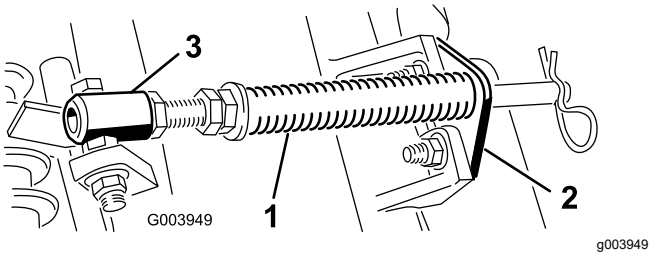

Figur 4
A. Fjern de to bræddebolte og møtrikker, der fastholder stangbeslaget på klippeenhedens tapper (Figur 4).
B. Fjern den flangemøtrik, der fastgør fjederrørets bolt på bærerrammens tap (Figur 4), og fjern enheden.
Bemærk: Placer boltens hoved på tappens udvendige side som vist i Figur 4.